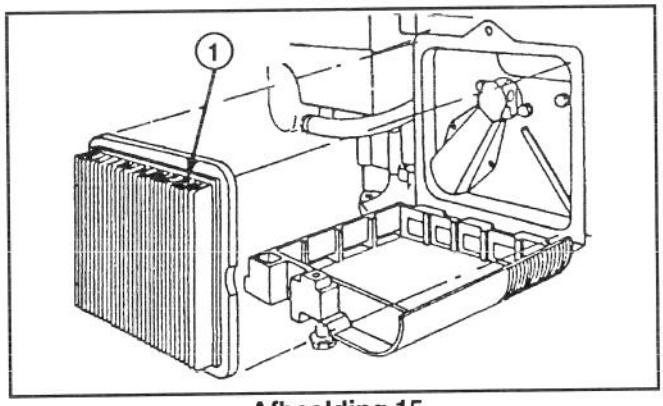

Afbeelding 15
3. Verwijder het papieren luchtfilter en gooi het weg (Afb. 15).